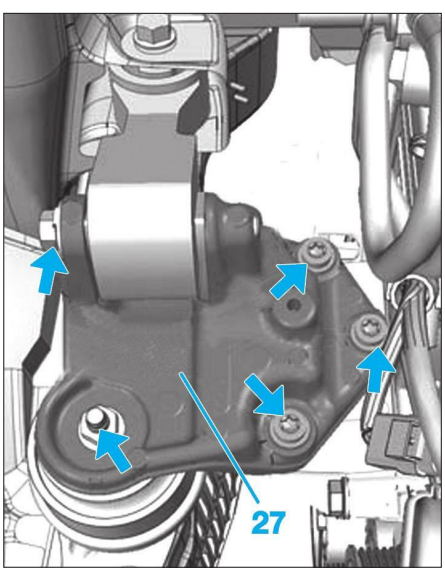

**Fig. 91**
- l'ensemble support moteur droit (27) **(Fig.91)**.